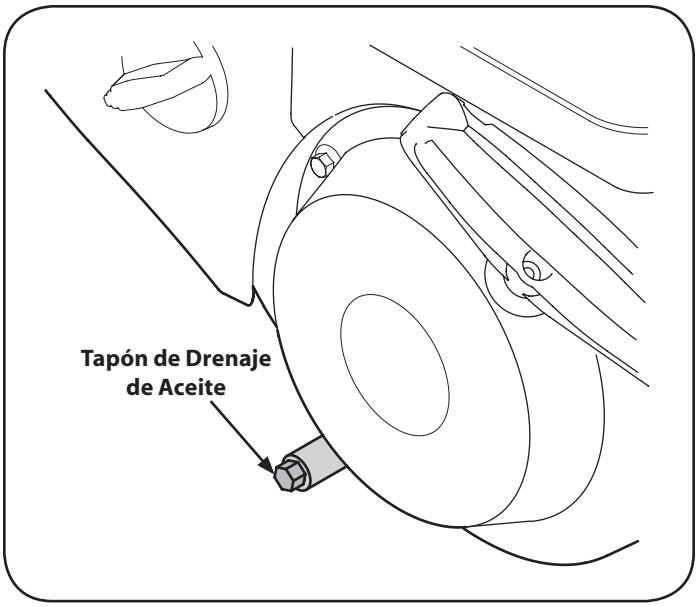

Figura 12
3. Retire el tapón de drenaje de aceite. Vea la Figura 12.